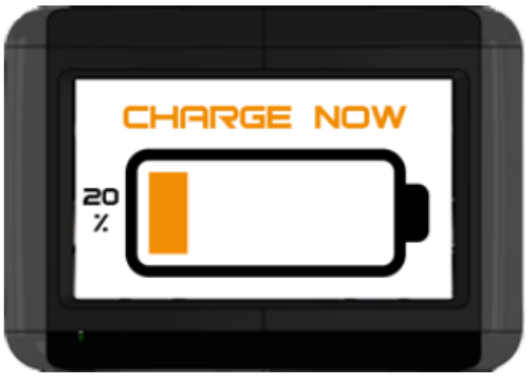

Figure 22: BDI screen displaying ORANGE and CHARGE NOW.
b. **ORANGE and CHARGE NOW** (Figure 22)**:** Battery SOC at 11-20%. Connect to a charger as soon as possible.